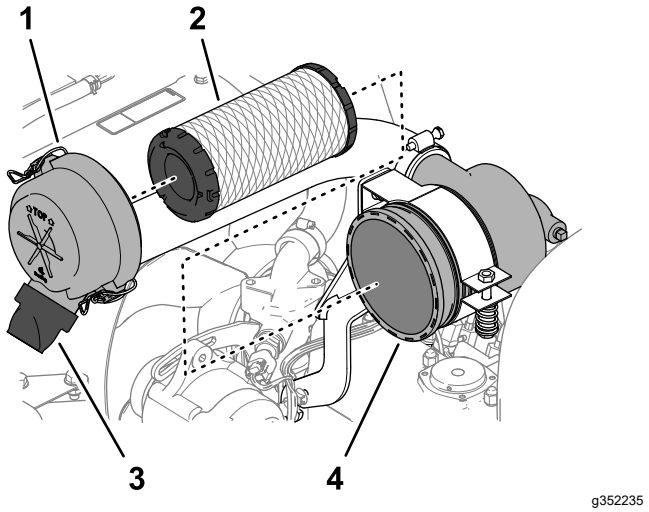

Figur 65
3. Åbn låsene, der fastgør luftfilterdækslet til luftfilterhuset (Figur 65).
6. Fjern filterelementet (Figur 65).
7. Fjern gummiudløbsventilen (Figur 65) fra luftfilterdækslets åbning til udblæsning af snavs.